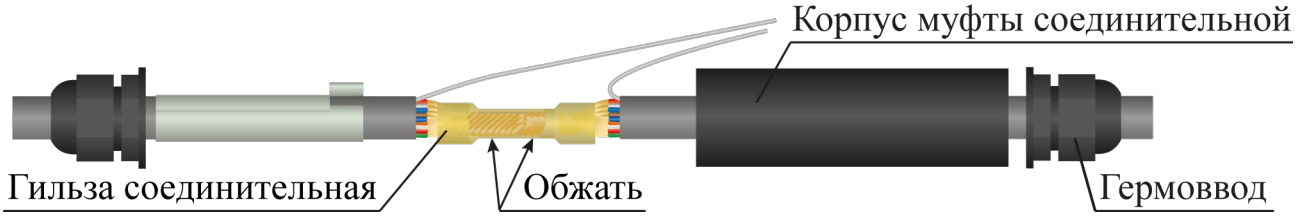

Рисунок 4.16
– взять гильзу соединительную, одеть её на зачищенную часть кабеля, обжать специальным инструментом (рекомендуется применять клещи обжимные) (рисунок 4.16);
– в ответное отверстие гильзы вставить зачищенные концы другого ремонтируемого кабеля. Гильзу обжать с помощью специального инструмента (рисунок 4.16);